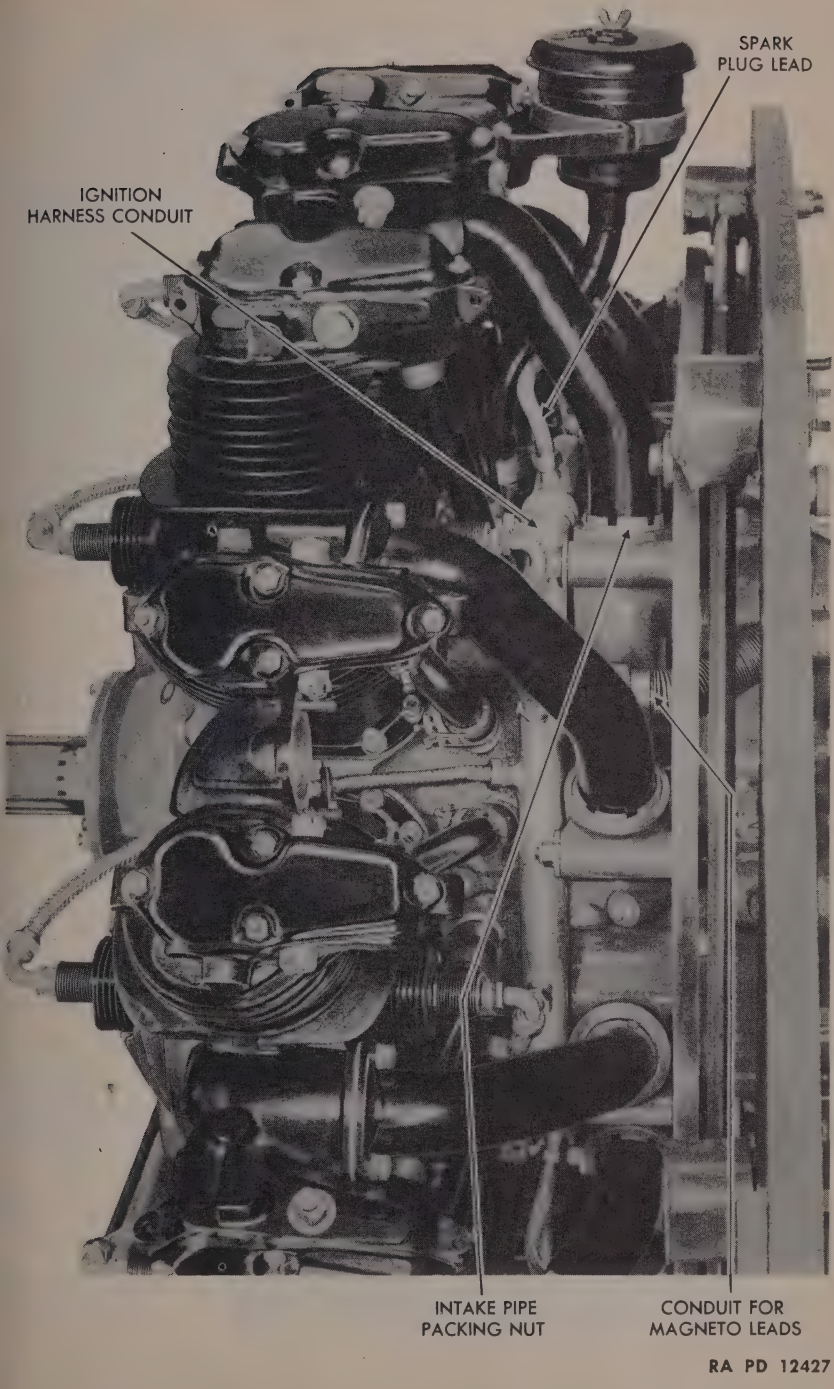

Figure 65—Detail of Ignition Harness (Exhaust Manifold Removed)
59. INTAKE PIPES (figs. 65 and 66).